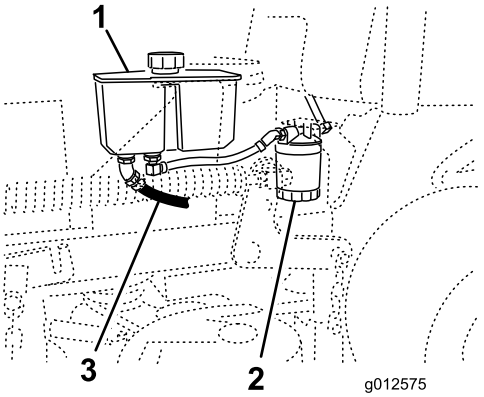

Figure 74
4. Trouvez le flexible hydraulique avant sous le réservoir hydraulique et placez le bac de vidange sous le réservoir (Figure 74).